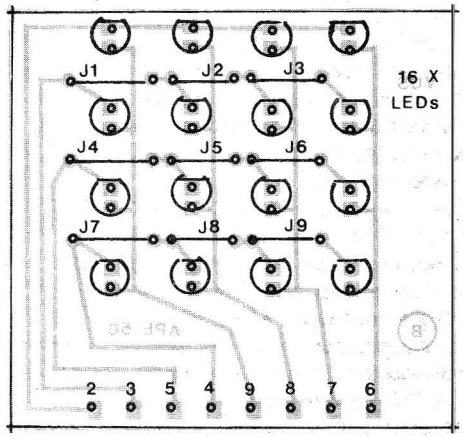

Fig.6
- **FIG. 6** - "CHAPEADO" DA MONTAGEM - PLACA "B" - O lado não cobreado da placa "B" traz a estilização do posicionamento dos 16 LEDs (todos eles com o lado chanfrado, correspondente ao terminal de **catodo** - K -, voltado para a borda **oposta** à quem tem a linha de 8 contatos de conexão inter-placas...), bem como os **importantes jumpers** (simples pedacinhos de fio, interligando duas pilhas específicas...), numerados de J1 a J9... Os tais **jumpers** devem ser inseridos e soldados **antes** dos LEDs e **não podem** ser esquecidos! Se "unzinho" só deles não estiver na placa, todo o **display** mostrará funcionamento errático e incompleto... Quanto aos LEDs, para boa estética e visualização, convém que não fiquem muito rentes à superfície da placa, e que suas "cabeças" (todas as 16...) guardem a **mesma** altura com relação a dita superfície... Com o "truque" de enfiar previamente todos os LEDs nos respectivos lugares, apoiando em seguida a placa, "de cabeça pra baixo", sobre uma superfície plana e regular, fica fácil "gabaritar" o **display** durante as soldagens... Com as "pernas" mantidas não muito curtas, "sobrará" uma certa flexibilidade que permitirá uma "arrumação" posicional posterior, de modo a corretamente conformar o quadrado de 16 LEDs... "Caprichem", pois vale a pena manter o **display** regular e bonito...